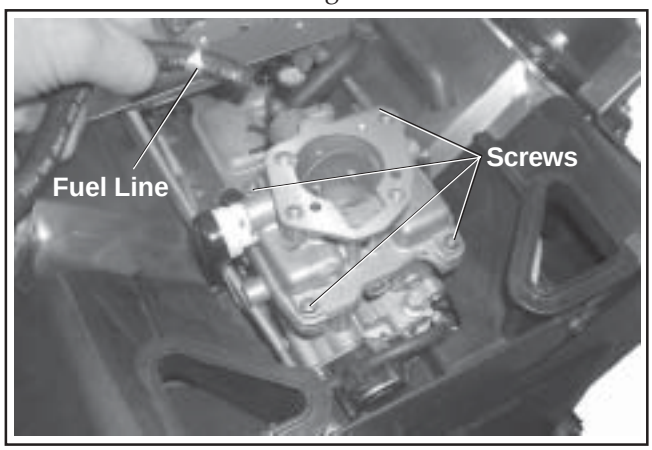

Figure 5-9. Carburetor Detail.
2. Disconnect the fuel line from the carburetor. See Figure 5-9.
8. Once the proper float height is obtained, carefully lower the carburetor air horn assembly onto the carburetor body, connecting the choke linkage. Install the four screws. Torque the screws to **1.7 N·m (15 in. lb.)**. See Figure 5-9.